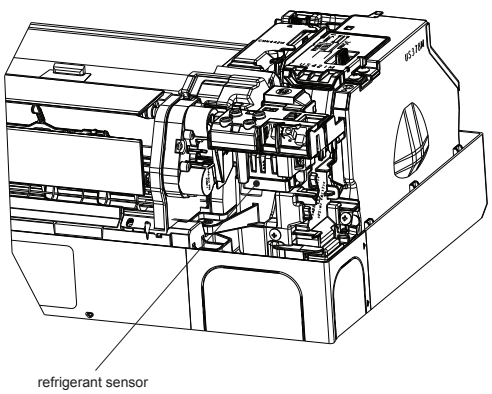

Fig. 5
6) Close DISP_GAS_HOLDER. (Fig. 5)